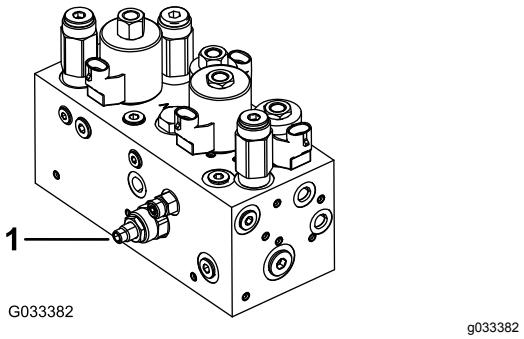

**Figur 47**
Klippenhetens lyft-/sänkkrets är utrustad med en flödesregleringsventil (Figur 47). Denna ventil är förinställd på fabriken till att vara öppen tre varv, men du kan behöva justera den för att kompensera för olika hydraulvätsketemperaturer, klipphastigheter osv.
1. Höj sätet och lokalisera flödesreglerventilen för mittdragramen (Figur 47) som sitter på sidan av hydraulgrenröret.